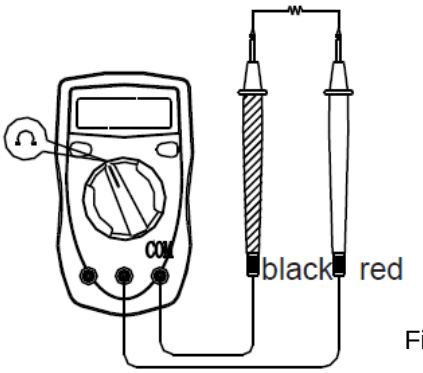

Figuur 5
E. Weerstandsmeting (zie figuur 5)